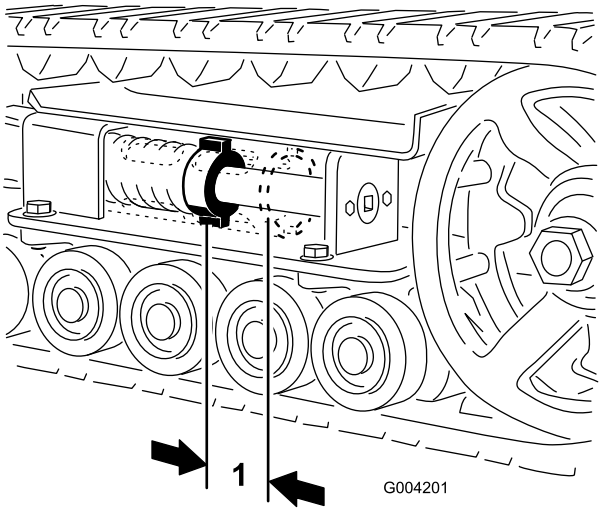
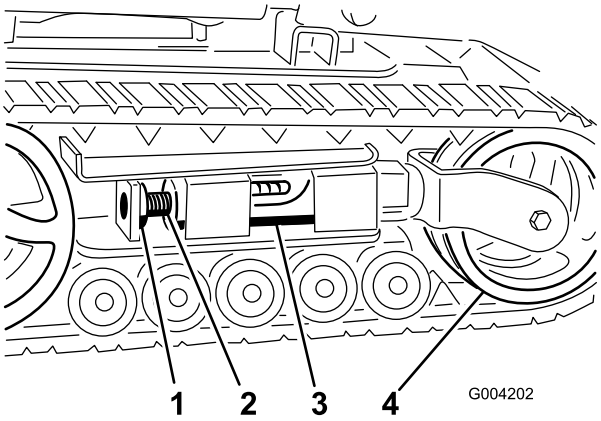
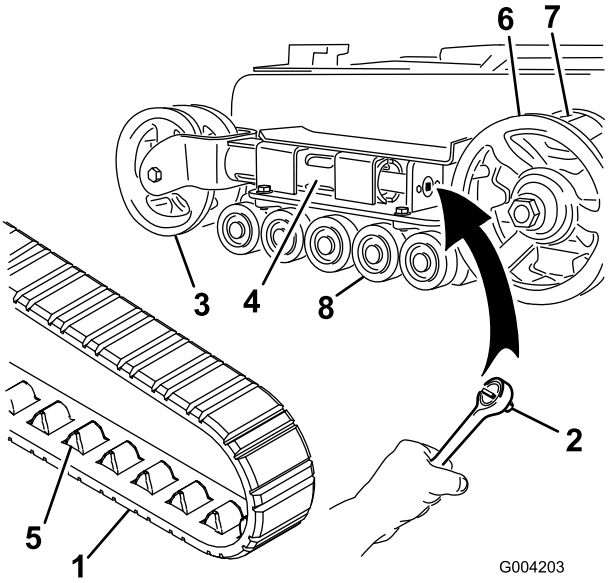
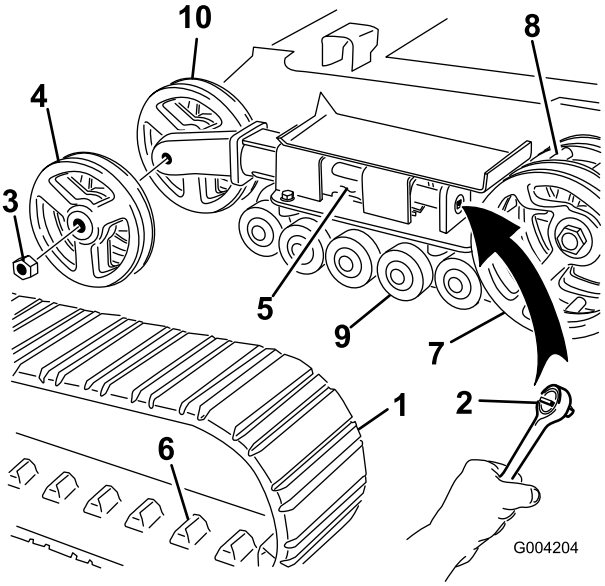

Figuur 44
Figuur 45
Figuur 46
Figuur 47
Er moet 7 cm ruimte zijn tussen de spanmoer en de achterzijde van de spanbuis (Figuur 44). Als dit niet het geval is, stal dan de spanning van de rupsbanden aan met behulp van de volgende procedure:
3. Verwijder de borgbout en de moer (Figuur 45).
4. Gebruik een dopsleutel van 1/2 inch (Figuur 46) en draai de spanschroef linksom tot de afstand tussen de spanmoer en de achterzijde van de spanbuis (Figuur 44) 7 cm is.
5. Lijn de dichtstbijzijnde inkeping in de spanschroef uit met de opening van de borgbout en bevestig de schroef met de borgbout en moer (Figuur 45).
4. Gebruik een dopsleutel van 1/2 inch en verminder de spanning door de spanschroef rechtsom te draaien (Figuur 45 en Figuur 46).
5. Duw het spanwiel in de richting van de achterzijde van de eenheid zodat de vorkbuis het frame raakt (Figuur 46). (Als de buis het frame niet raakt, blijf dan aan de spanschroef draaien totdat dit wel zo is).
7. Als de rupsband van het spanningswiel af is, verwijder de band dan van de kettingwielaandrijving en de wegwielen (Figuur 46).
8. Begin bij de kettingwielaandrijving en plaats de nieuwe rupsband rond de aandrijving. Controleer of de aansluitpunten tussen de afstandsstukken op de aandrijving passen (Figuur 46).
9. Duw de rupsband onder en tussen de wegwielen (Figuur 46).
11. Draai de spanschroef linksom tot de afstand tussen de spanmoer en de achterzijde van de vorkbuis (Figuur 44) 7 cm is.
4. Gebruik een dopsleutel van 1/2 inch en verminder de spanning door de spanschroef rechtsom te draaien (Figuur 45 en Figuur 47).
5. Duw het spanwiel in de richting van de achterzijde van de eenheid zodat de spanbuis het frame raakt (Figuur 47). (Als de buis het frame niet raakt, blijf dan aan de spanschroef draaien totdat dit wel zo is).
6. Verwijder de moer waarmee het buitenste spanwiel is bevestigd en verwijder het wiel (Figuur 47).
7. Verwijder de rupsband (Figuur 47).
8. Verwijder de moer waarmee het binnenste spanwiel is bevestigd en verwijder het wiel (Figuur 47).
12. Monteer het binnenste spanwiel en zet het vast met de moer die u eerder hebt verwijderd (Figuur 47).
14. Plaats de nieuwe rupsband en zorg ervoor dat de aansluitpunten van de rupsband goed tussen de afstandsstukken in het midden van de kettingwielaandrijving passen (Figuur 47).
15. Monteer het buitenste spanwiel en zet het vast met de moer die u eerder hebt verwijderd (Figuur 47).
17. Draai de spanschroef linksom tot de afstand tussen de spanmoer en de achterzijde van de spanbuis (Figuur 44) 7 cm is.